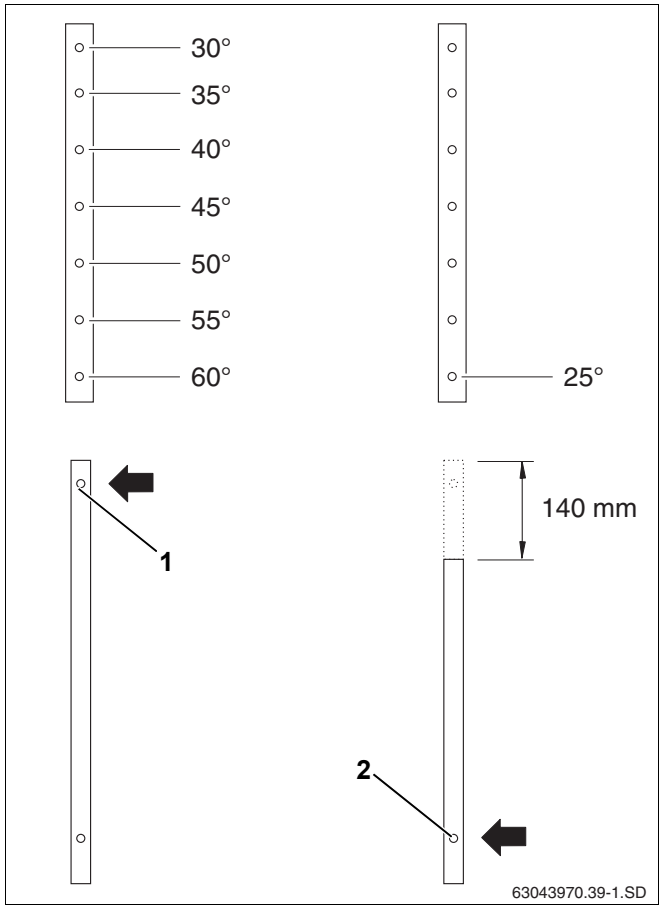
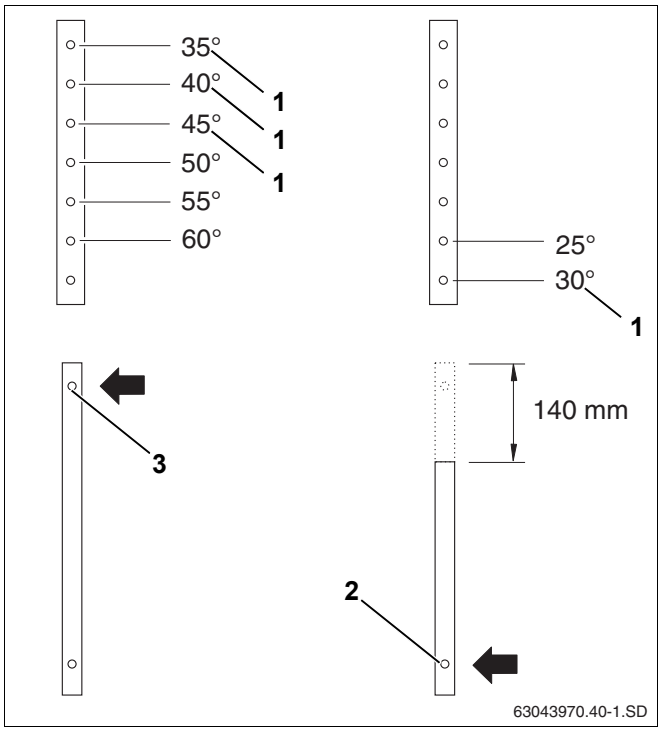

Rys. 12 Ustawienie kąta nachylenia w przypadku kolektorów montowanych pionowo
Rys. 13 Ustawienie kąta nachylenia w przypadku kolektorów montowanych poziomo
- Wybrać otwory w górnej i dolnej szynie teleskopowej zgodnie z rys. 12 oraz rys. 13.
W przypadku pionowego montażu kolektorów, aby uzyskać kąt nachylenia 30° do 60°, należy wykorzystać najwyżej położony otwór w dolnej szynie teleskopowej (rys. 12, **poz. 1**).
Aby uzyskać kąt nachylenia 25°, dolną szynę teleskopową należy skrócić u góry o 140 mm i wykorzystać dolny otwór (rys. 12, **poz. 2**).
W przypadku poziomego montażu kolektorów, aby uzyskać kąt nachylenia 35° do 60°, należy wykorzystać najwyżej położony otwór w dolnej szynie teleskopowej (rys. 13, **poz. 3**).
Aby uzyskać kąt nachylenia 25° i 30°, dolną szynę teleskopową należy skrócić u góry o 140 mm i wykorzystać dolny otwór (rys. 13, **poz. 2**).
- W przypadku montażu na fasadzie dozwolone jest wykorzystanie wyłącznie pozycji odpowiadających kątowi nachylenia kolektora równego 30°, 35°, 40° i 45° (rys. 13, **poz. 1**).